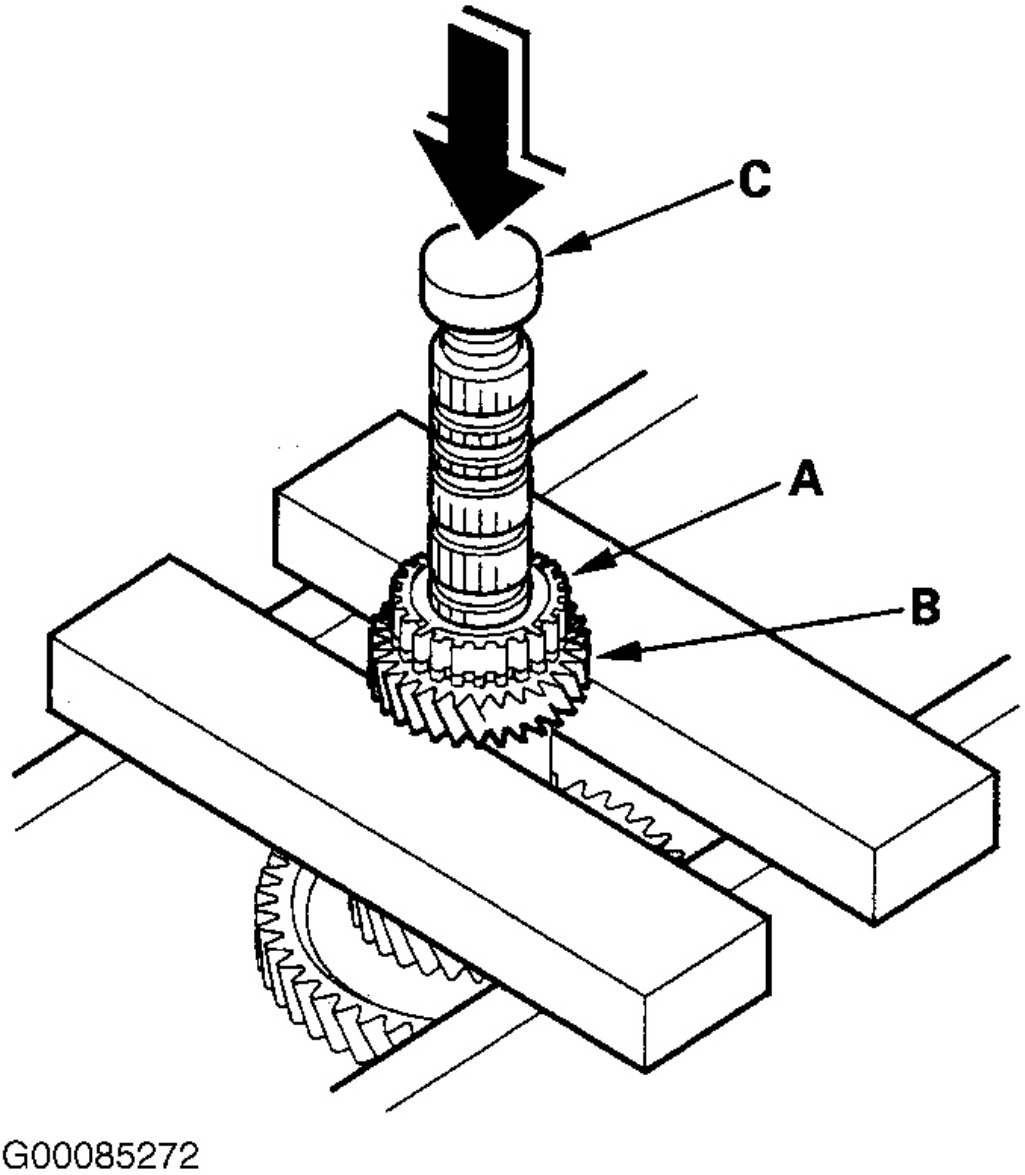

Fig. 37: Removing Reverse Selector Hub
3. Remove the reverse selector hub (A) and the 5th gear (B) from the countershaft with a press. Place a shaft protector (C) between the countershaft and press to prevent damaging the countershaft. See **Fig. 37** .